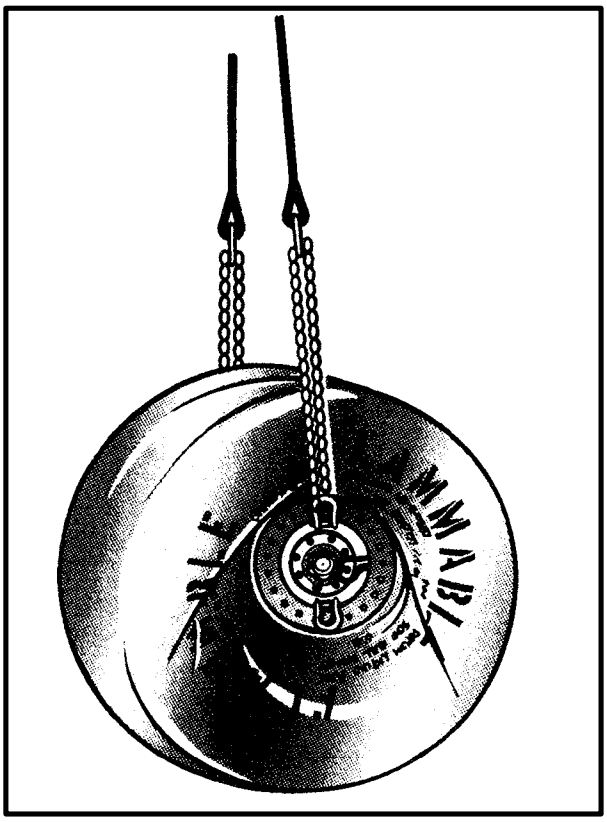

*Figure 6-9. Load with Two Lift Points*
**(2)** You may rig a load such as a fuel drum that has only two lift points. In this case, run two chains through each hookup point. This will allow the full capacity of the sling to be used. If the load is less than half the capacity of the sling set, you can use just two sling legs, one leg to each hookup point as shown in Figure 6-9.